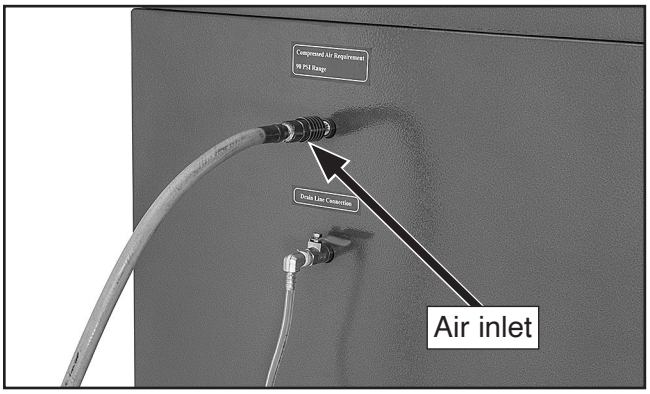

Figure 29. Air hose attached.
2. Connect compressed air hose to air inlet (see **Figure 29**).